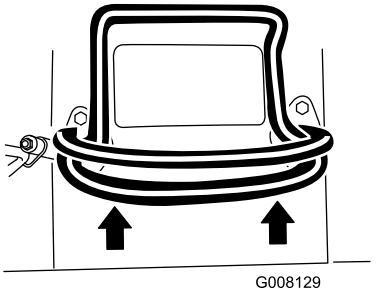
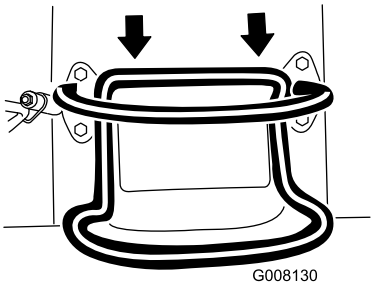

Figuur 6
Figuur 7
- Om vooruit te rijden, beweegt u de tractiehendel naar voren (Figuur 6).
- Om achteruit te rijden, beweegt u de tractiehendel naar achteren (Figuur 7). **Kijk bij het achteruitrijden altijd naar achteren en houd uw handen op de referentiebalk (Figuur 6).**